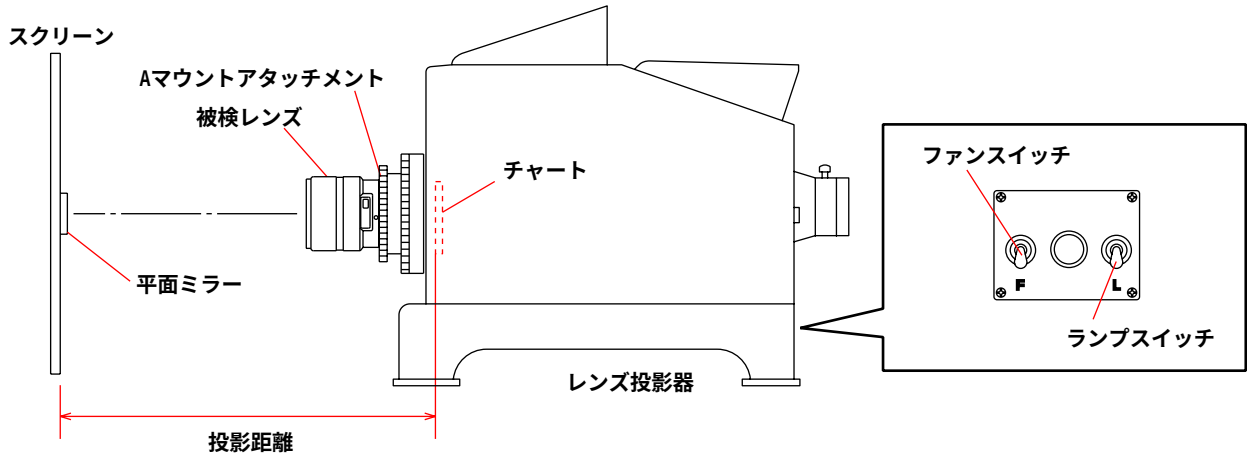

Fig.4-4-2
2) 被検レンズをレンズ投影器に取り付け，使用機器をFig.4-4-2のように設定する。